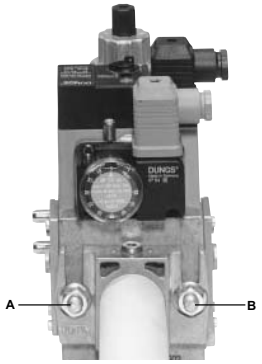
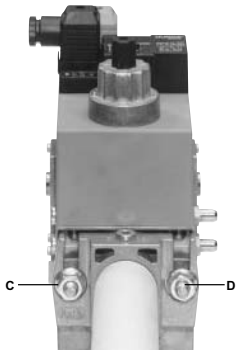
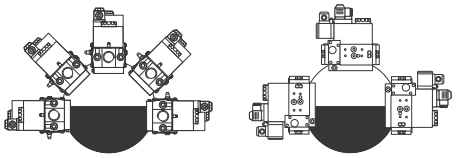

Fig. 17
Fig. 18
Fig. 20
3. stringere le viti A, B, C e D (Fig. 17 - Fig. 18), rispettando le posizioni di montaggio (Fig. 20);